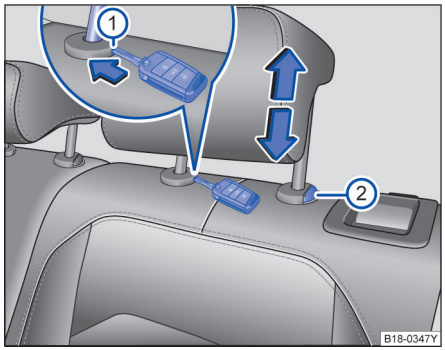

图 70 拆卸和安装后排头枕
– 将打开的车辆钥匙头插入护套的槽内→ 图 70 ①。
– 同时按压按钮②，另一人将头枕完全拔出。